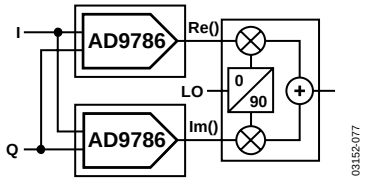

Figure 77. AD9786 Driving Quadrature Modulator
The AD9786 can be configured to drive a quadrature modulator, as in Figure 77. When two AD9786s are used with one AD9786 producing the real output, the second AD9786 produces the imaginary output. By configuring the AD9786 as a complex modulator coupled to a quadrature modulator, IF image rejection is possible. The quadrature modulator acts as the real part of a complex modulation, producing a double sideband spectrum at the local oscillator (LO) frequency with mirror symmetry about dc.